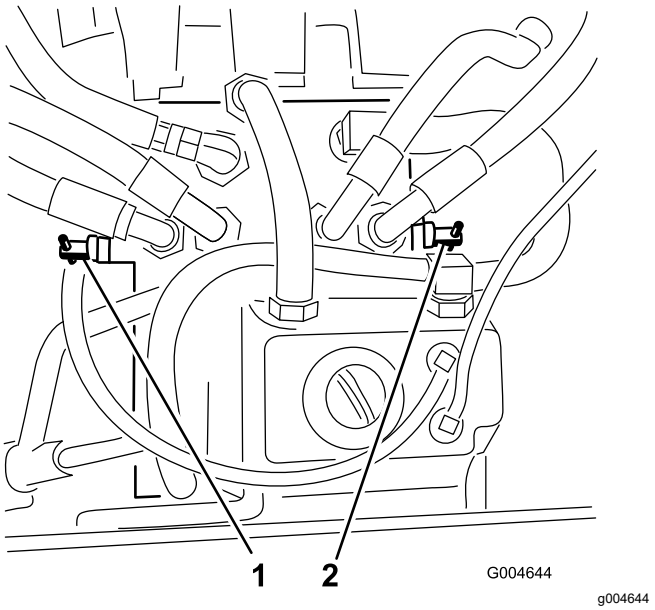

Figura 26
2. Individuate le valvole di bypass (Figura 26) e ruotate ciascuna valvola in senso antiorario di 1 giro.
4. Chiudete le valvole ruotando ciascuna in senso orario di 1 giro (Figura 26).